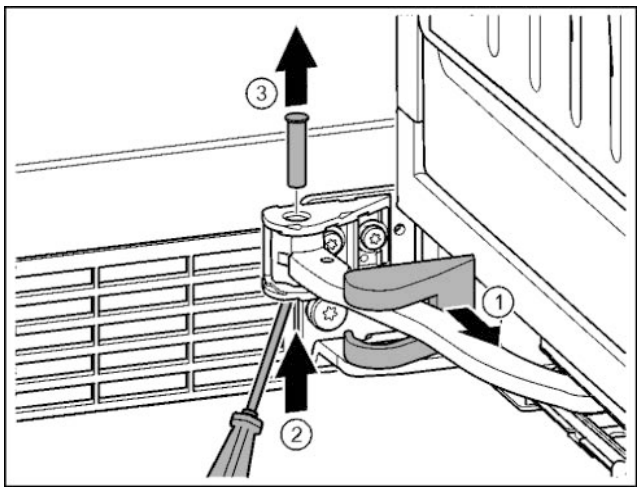

Fig. 18
▶ Снять крышку опорного кронштейна и переместить вдоль шарнира. *Fig. 18 (1)*
▶ Рукой или отверткой приподнять палец снизу. *Fig. 18 (2)*
▶ Вставить отвертку под головку пальца и вытащить его. *Fig. 18 (3)*